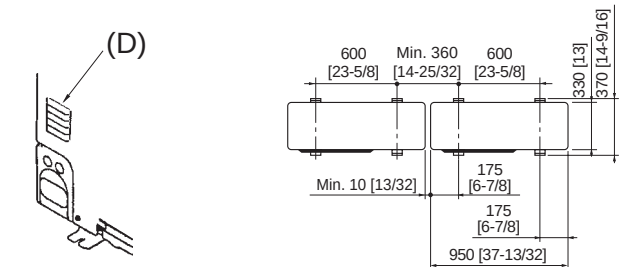

Fig. 3-1
- Veiller à installer l'appareil sur une surface robuste de niveau pour éviter les bruits de cliquetis pendant le fonctionnement. (Fig. 3-1)